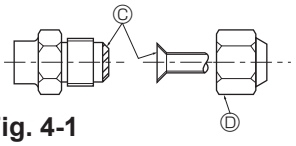

Fig. 4-1
Ⓐ (Fig. 4-1)
Ⓑ (Fig. 4-1)
4.2. Connexion des tuyaux (Fig. 4-1)